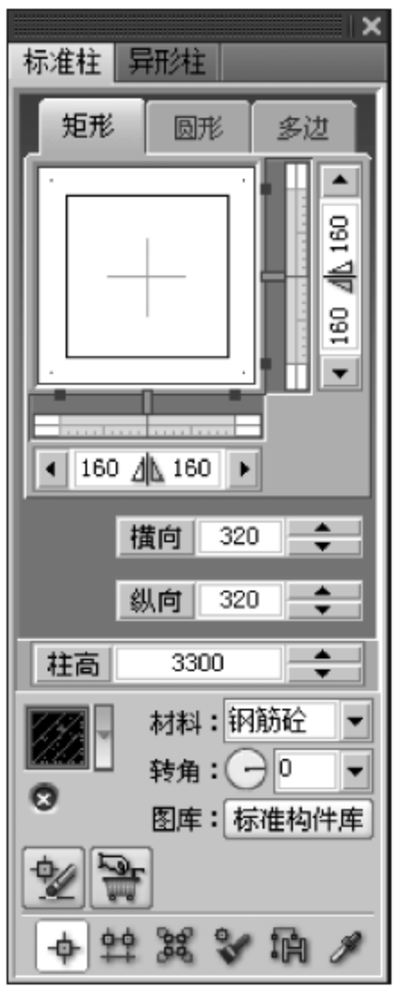

图 18-15　确定柱子数据
(1) 单击菜单中的“轴网柱子”→“标准柱”命令，在“标准柱”对话框中输入相应柱子的数据，如图 18-15 所示。